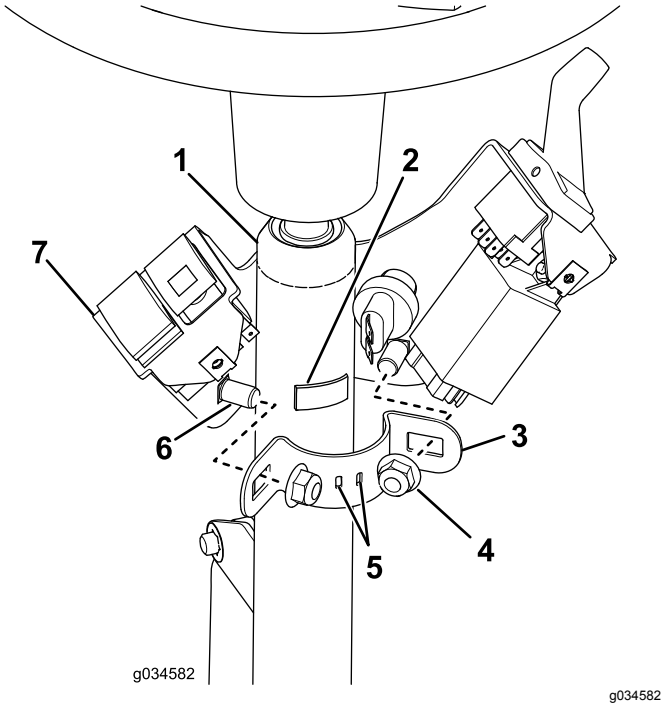

Bild 14
1. Bringen Sie den Schaumstreifen an der Lenksäule an, wie in Bild 14 abgebildet.
3. Befestigen Sie die Lenksäulenhalterung mit der Befestigungshalterung, zwei Schlossschrauben und zwei Bundmuttern an der Lenksäule (Bild 14).